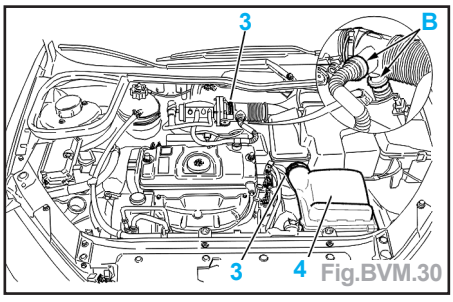

Fig.BVM.30
- Déposer (Fig.BVM.30) :
- les colliers (3),
- les tuyaux de réaspiration des vapeurs d'huile (en (B)),
- le filtre à air (4),